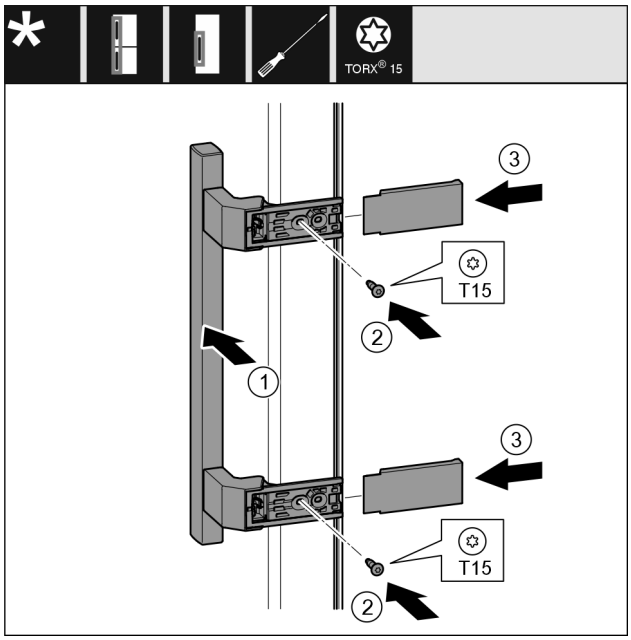

*Fig. 34*
▶ Breng het handvat *Fig. 34 (1)* aan de andere kant aan.
▶ Schroeven *Fig. 34 (2)* met een schroevendraaier vastschroeven.
▶ Plaats de afdekkingen *Fig. 34 (3)* op de zijkanten en schuif ze erop.